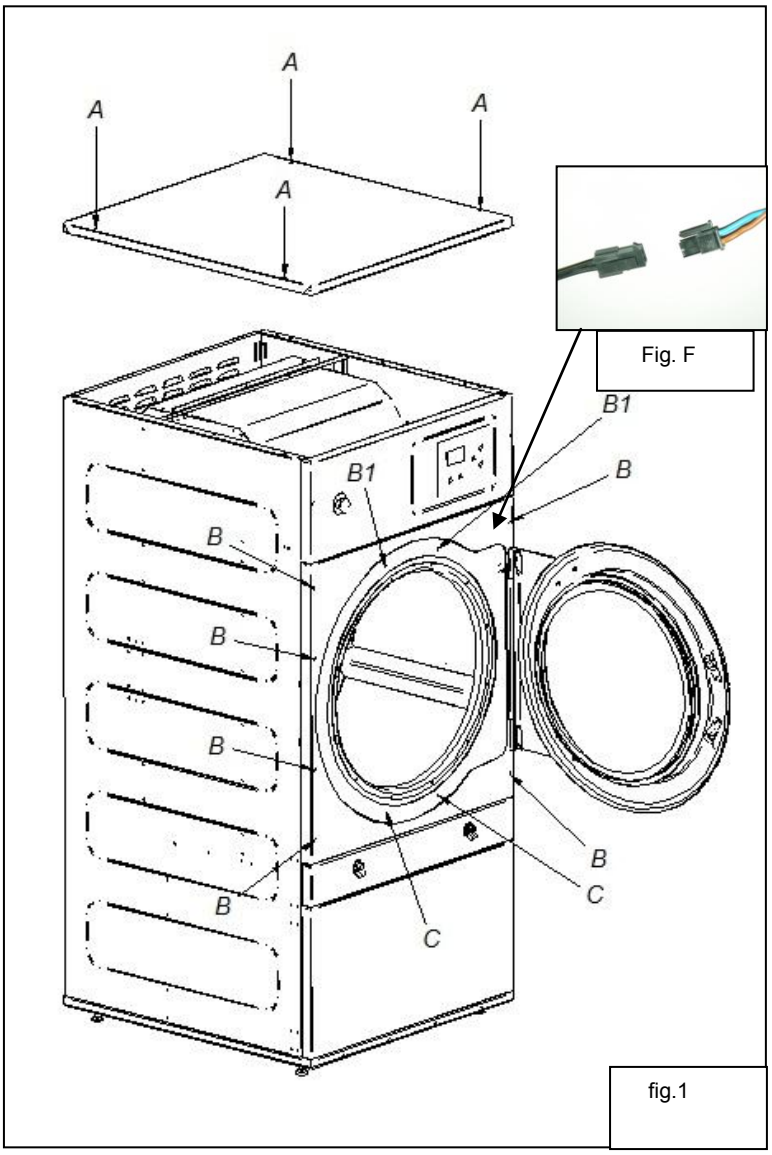

fig.1
8. Remove the top cover by undoing the 4 "A" bolts with a No 3 Allen key in order to access the reed sensor terminal of the door (upper right section) from above. See Fig. 1